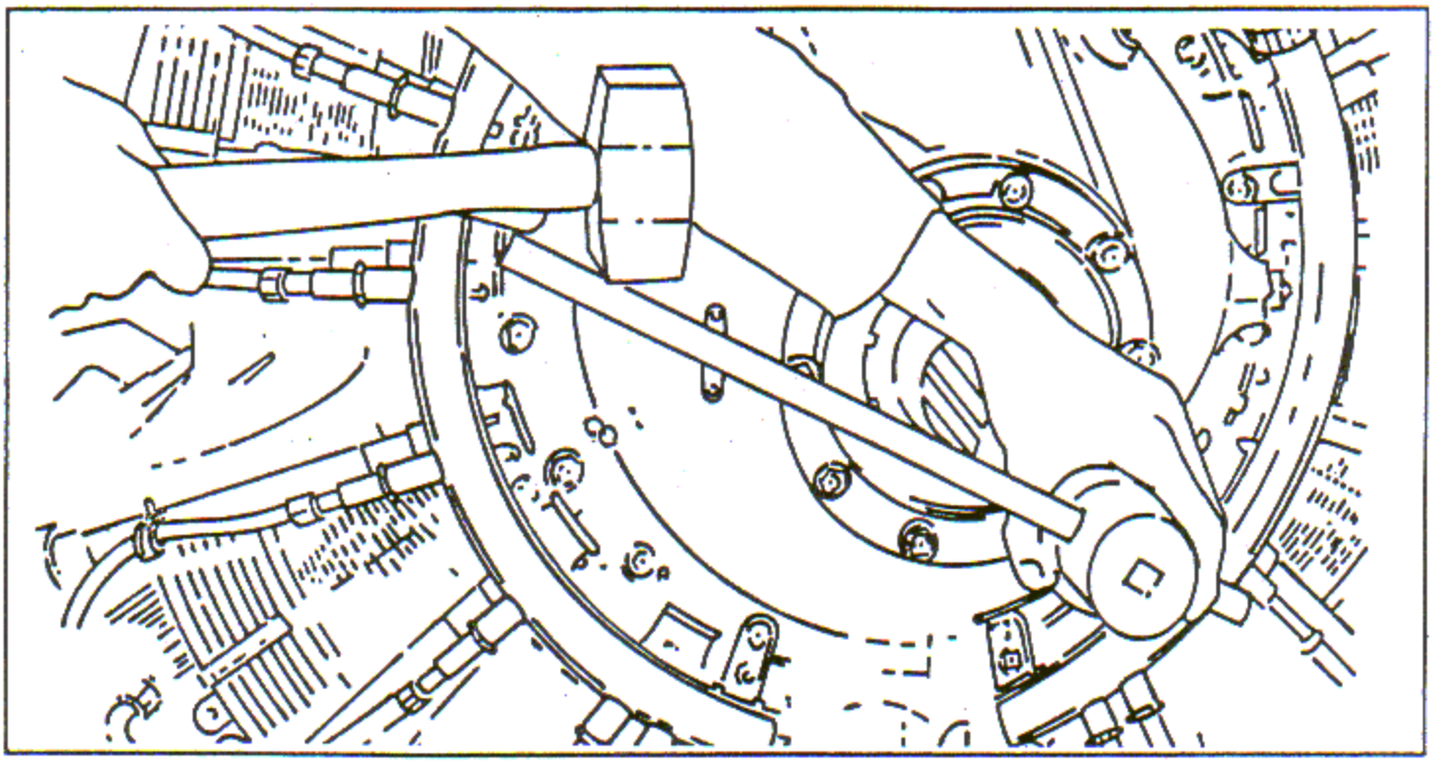

Figure 4-2. Loosening Hydro-Oil Connection Substituting Cover Nut
b. Loosen the hydro-oil connection substituting cover nut using wrench, a suitable 3/4 inch diameter bar and a hammer. See figure 4-2. Remove the nut.